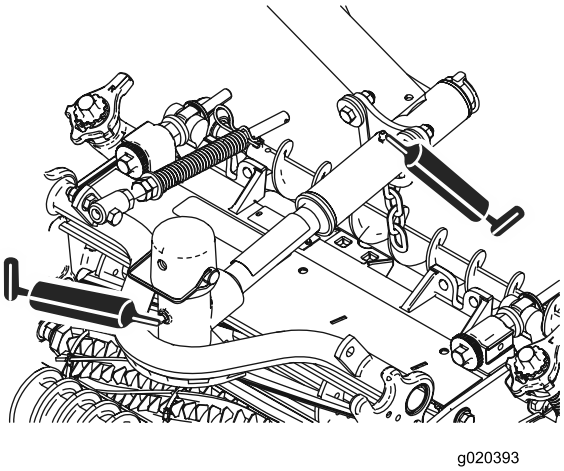

**Figure 51**
- Pivots d'unité de coupe (2 chacun) ; voir Figure 51.